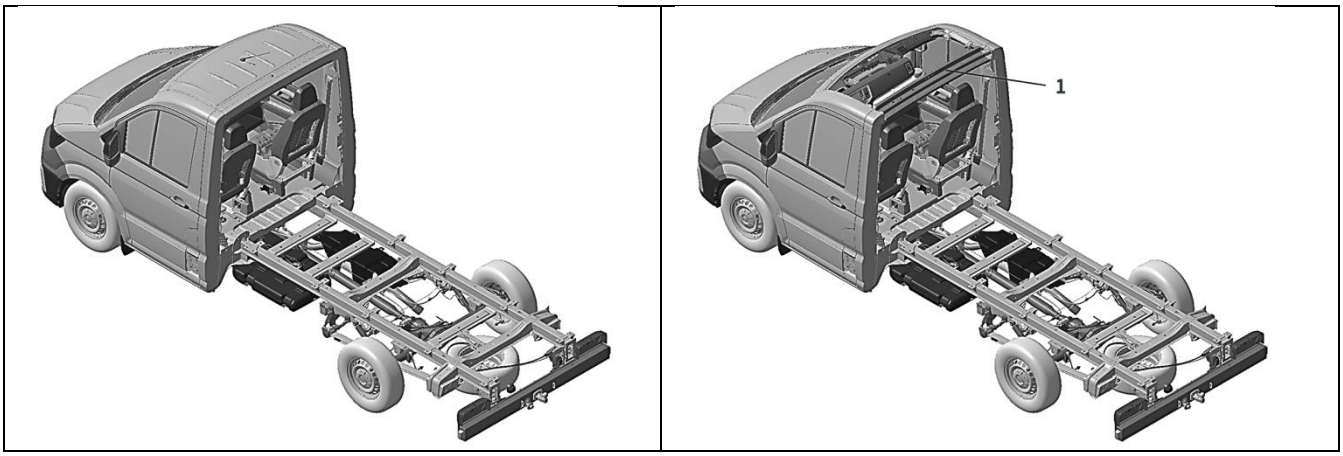

Fig. 1 : Plage d'auvent (variante avec et sans pavillon de cabine)
En ce qui concerne la plage d'auvent (nº PR K4N) sur la base d'un châssis avec simple cabine, la cloison arrière de cabine ou la cloison arrière et le pavillon de la cabine ne sont pas compris dans la livraison départ usine. Pour renforcer la cabine pour le transport, un arceau de pavillon auxiliaire du montant B (1) est utilisé pour la variante sans pavillon (voir Fig. 1 Plage d'auvent).